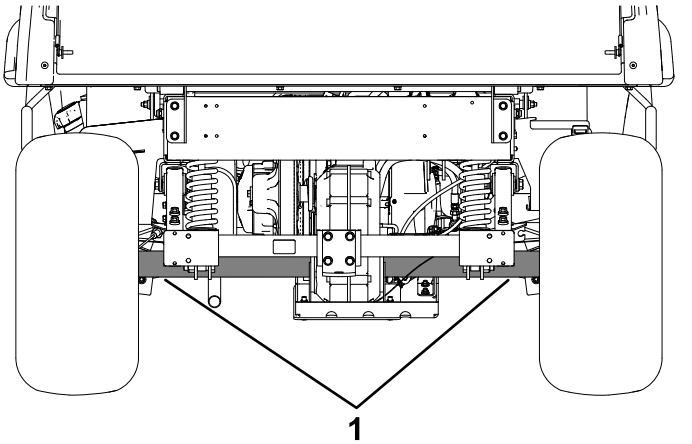

Figura 21
- O ponto de elevação traseiro encontra-se por baixo das bainhas do diferencial (Figura 21).